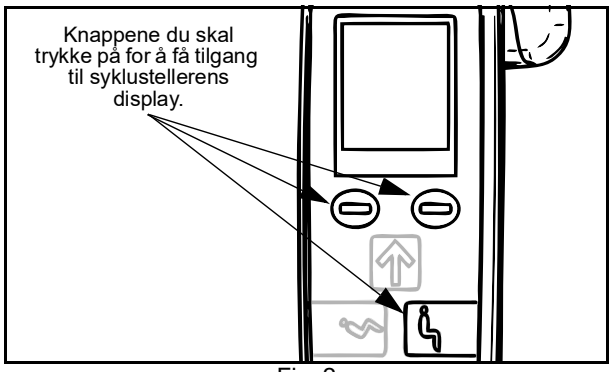

Fig. 2
2. Bruk håndkontrollen og trykk ned begge knappene like under displayet samtidig, pluss DPS-knappen "sittende" (se Fig. 2). Hold knappene nede og slå på enheten med på/av-knappen – hold knappene nede i tre sekunder til eller inntil du hører tre pipesignaler.